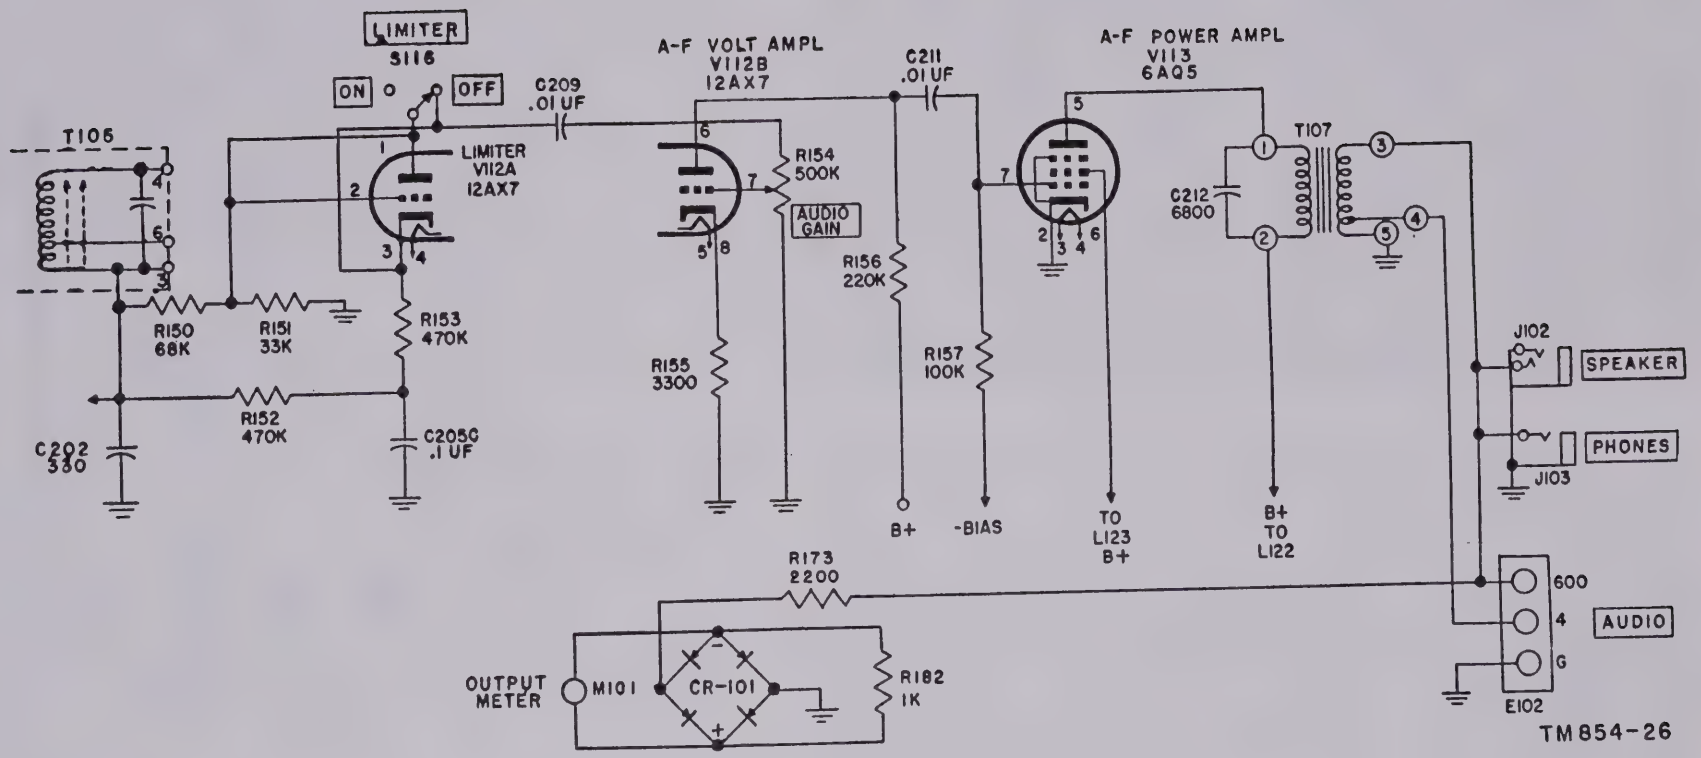

Figure 26. Limiter and audio amplifier stages, schematic diagram.
b. Output Meter. When the INPUT-OUTPUT METER switch, S117, is in the OUTPUT position, meter M101 measures the audio output level of the receiver (fig. 26). Voltage-dropping resistor R173 and rectifier unit CR101 are in series across the 600-ohm output transformer T107 secondary winding. The rectified voltage is developed across rectifier CR101 load resistor R182. The rectified output level is indicated by M101 connected across resistor R182.